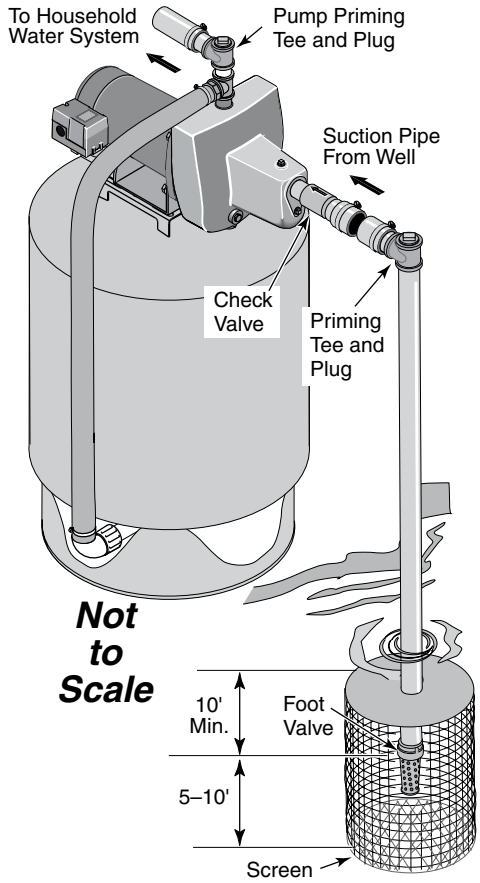

Figure 3: Surface Water Installation
INSTALLATION FOR SURFACE WATER (FIGURE 3)
Step 2. Assemble a foot valve and suction pipe (see Figure 3). Make sure that the foot valve works freely. Use PTFE pipe thread sealant tape on threaded pipe joints. Protect the foot valve assembly from fish, trash, etc, by installing a screen around it (see Figure 3).
Step 4. Install a priming tee, priming plug, and suction pipe to the pump (see Figure 3). Support the pipe so that there are no dips or sags in the pipe, so it doesn't strain the pump body, and so that it slopes slightly upward from the well to the pump (high spots can cause air pockets which can air lock the pump). Seal the suction pipe joints with PTFE pipe thread sealant tape. Joints must be air- and water-tight. *If the suction pipe can suck air, the pump cannot pull water from the well.*